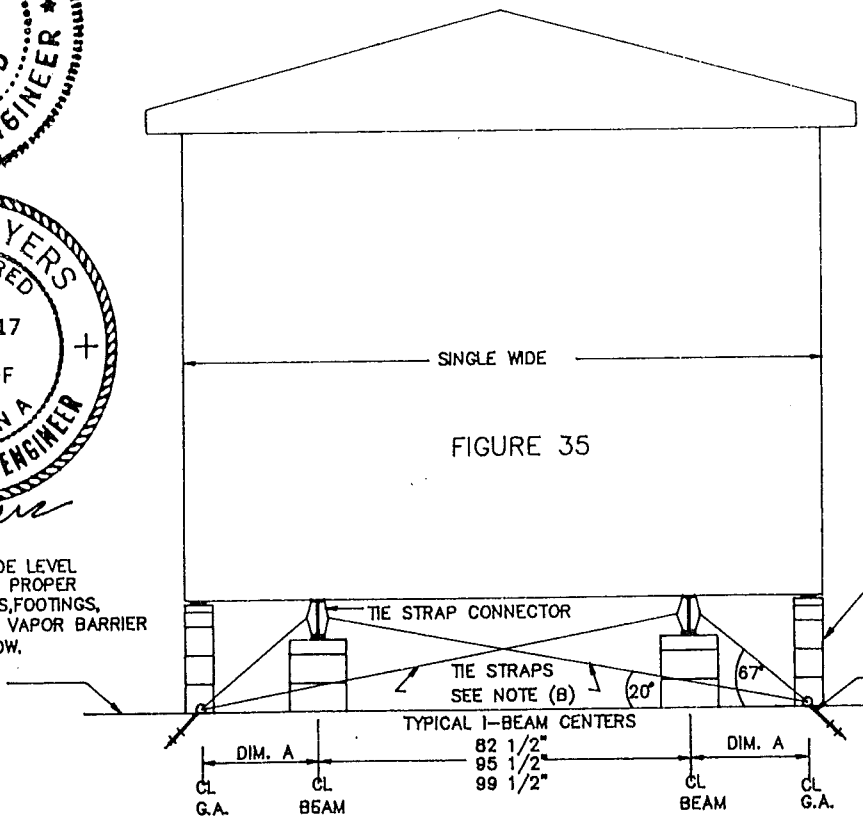

FIGURE 35
5. The diagonal ties (frame ties) required can be determined by reference to figure 35. The spacing requirements are based on your geographical area, Zone I or Zone II, as indicated on your Structural Design Basis Certificate, Design Wind Zone Map.